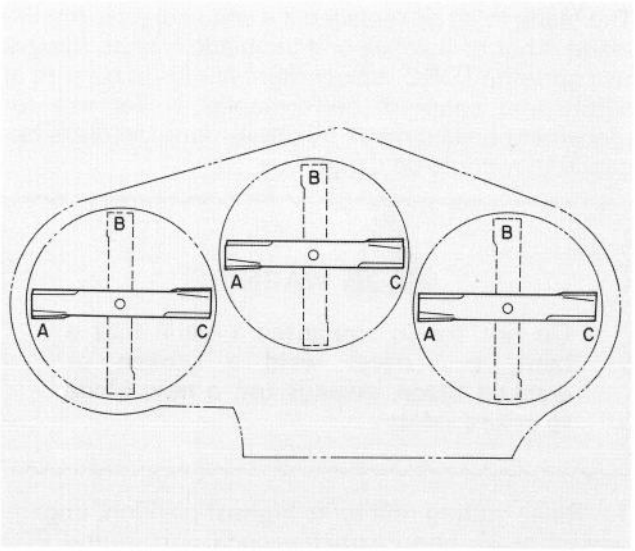
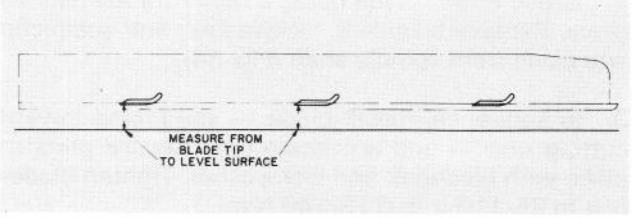

Figure 37
Figure 38
5. Position all three blades in the "A" position (Fig. 37) and measure from level surface to the bottom of the tip end of each blade (Fig. 38).
6. Note measurement attained at "A", rotate blades to "B" position (Fig. 37), measure distance of all blades to level surface and note dimensions (Fig. 38).
7. Rotate blades to "C" position, measure and note distance measured (Fig. 37, 38).